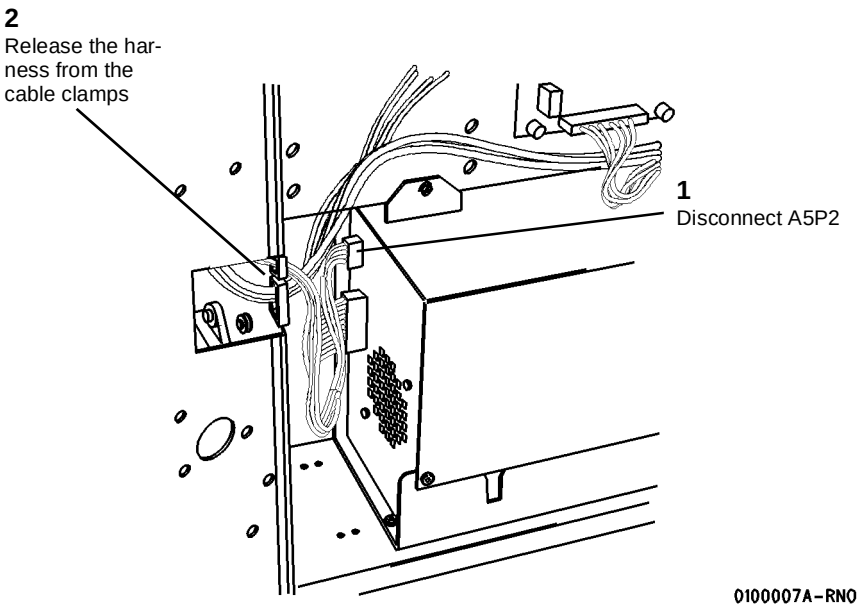

**Figure 7 Preparing the Harness for Removal**
13. (Figure 7): Disconnect A5P2 from the Low Voltage Power Supply and release the harness from the cable clamps.